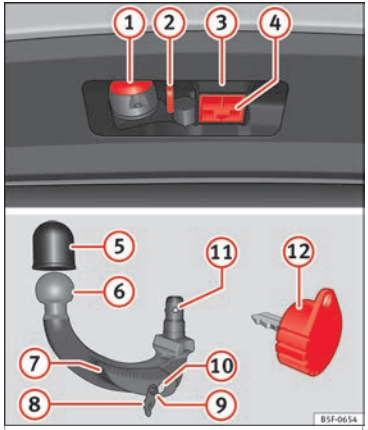

Fig. 219 Soporte del dispositivo de enganche para remolque / bola desmontable / llave
Leyenda de la ››› **fig. 219**
- Extraiga el tapón de alojamiento del gancho (4) ››› **fig. 219** hacia abajo.